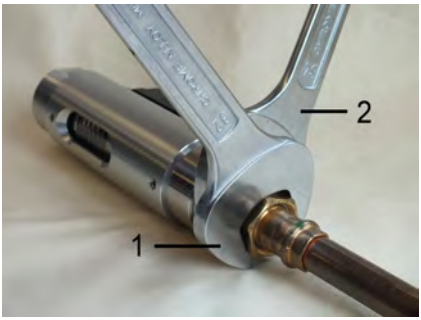

Abb. 11: Gerät einschrauben
2. Mit passendem Maulschlüssel (Abb. 11/1) die Übergangsverschraubung der Rohrleitung eindrehen. Dabei die Geräteverschraubung mit einem passenden Maulschlüssel (Abb. 11/2) gegenhalten